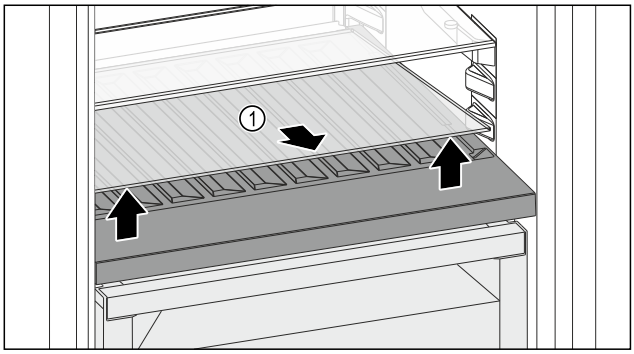

Fig. 129
▶ Glasplatte *Fig. 129 (1)* an der Aussparung vorne anheben und herausnehmen.
▶ Glasplatte *Fig. 129 (1)* außerhalb des Geräts sicher aufbewahren.